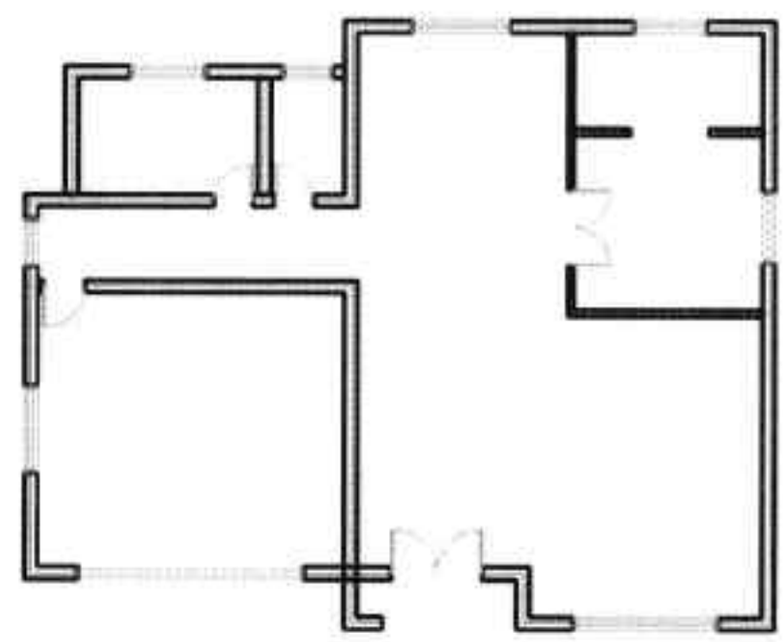

图5-87 显示线宽
Step20 单击状态栏中的“显示/隐藏线宽”按钮，显示当前墙体线宽，如图5-87所示。